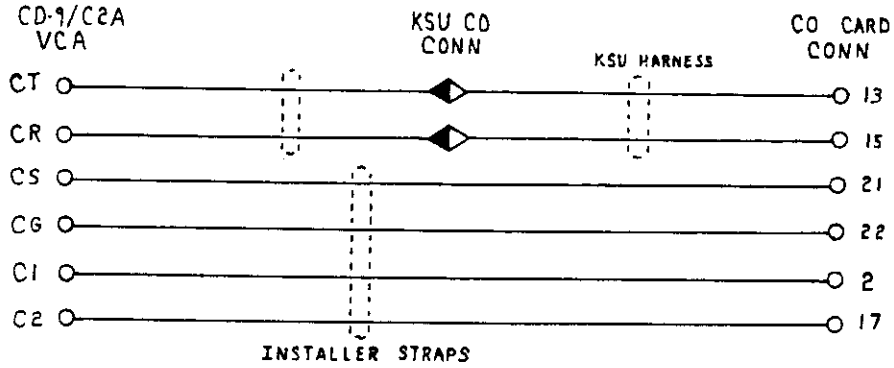

Figure 9 Installer Straps for CD-9/C2A Operation
- When utilizing the BT 1530-3 KSU, the installer connects the CT/CR of each VCA to the KSU amphenol connector in accordance with TABLE A. In addition, the installer must strap the connections indicated in FIGURE 9 for each VCA to the pin numbers indicated on the respective CO Line card connector.